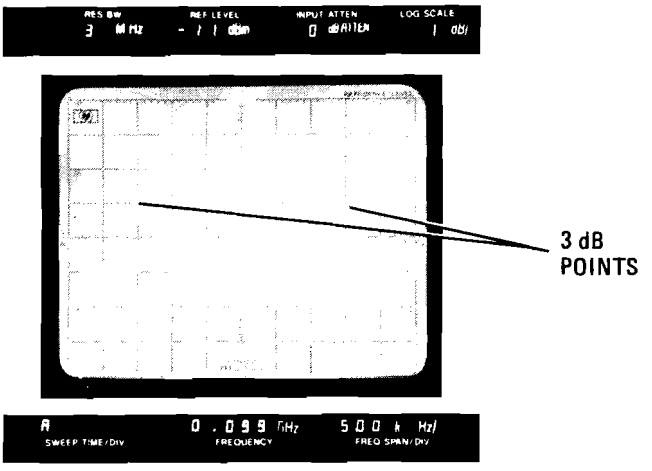

Figure 5-22. 3 dB Bandwidth Adjustment CRT Display
w. Perform 3-dB bandwidth adjustments listed in Table 5-9. Maintain a signal level on REFERENCE LEVEL graticule line, and adjust for correct bandwidth three divisions below REFERENCE LEVEL (Figure 5-22). Check 3-dB bandwidth accuracy after each adjustment with a frequency counter as follows: